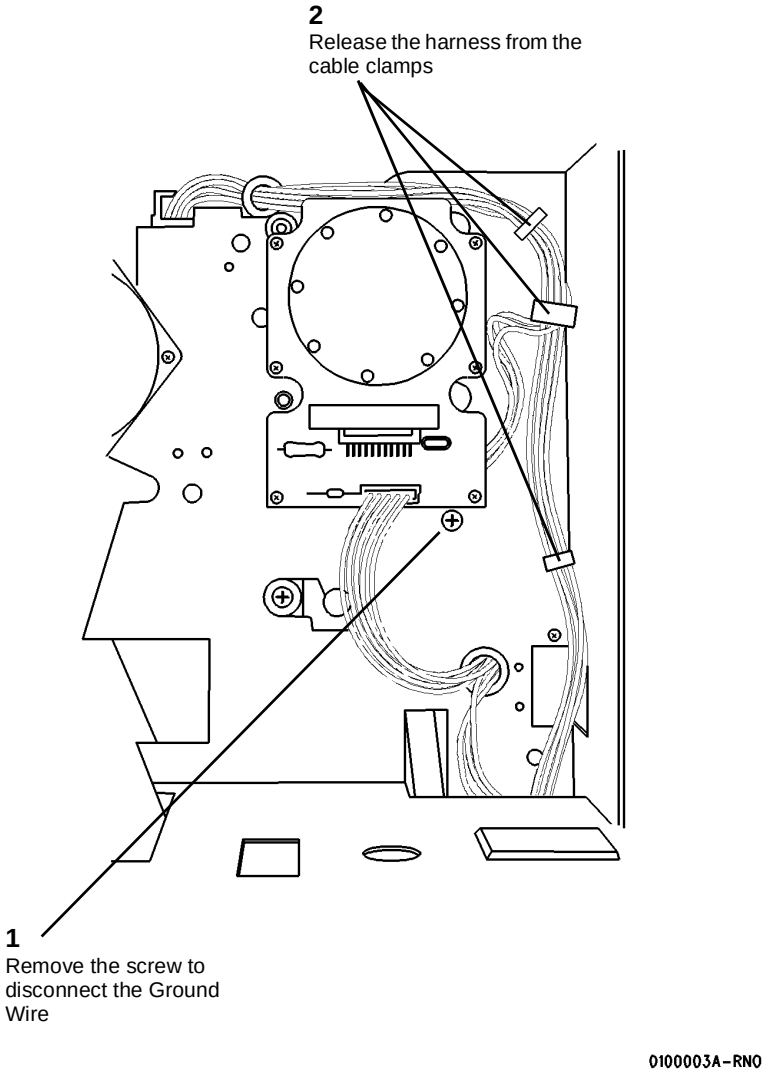

**Figure 8 Preparing the Harness for Removal**
14. (Figure 8): Disconnect the Ground Wire and release the harness from the cable clamps.